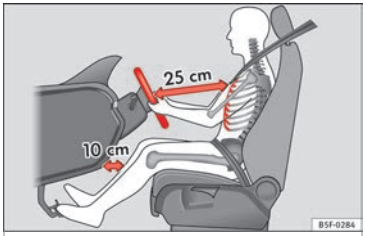

Fig. 84 The proper distance between driver and steering wheel.
– Adjust the steering wheel so that there is a distance of at least 25 cm between the steering wheel and the centre of your chest ››› **Fig. 84**.
- **Adjust the driver's seat so that there is at least 25 cm distance between the centre of the chest and the centre of the steering wheel ››› Fig. 84. If you are sitting closer than 25 cm, the airbag system cannot protect you properly.**